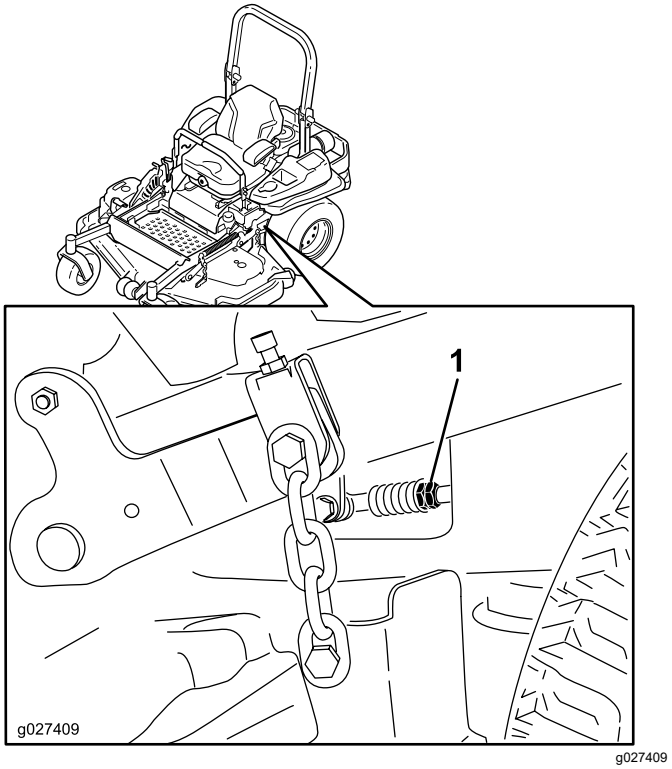

Figur 96
10. Juster pumpekontrolstangens længder ved at dreje dobbeltmøtrikkerne på stangen i den relevante retning, indtil hjulene kryber en smule i bakgear (Figur 96).